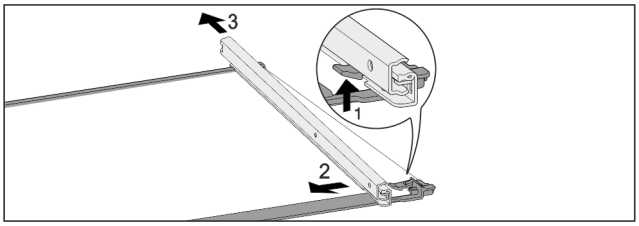

Fig. 120 Placa de sticlă cu șine
▶ Apăsați în sus cârligul de blocare frontal. *Fig. 120 (1)*
▶ Îndepărtați șinele de extragere prin împingere în lateral *Fig. 120 (2)* și spre spate *Fig. 120 (3)*.